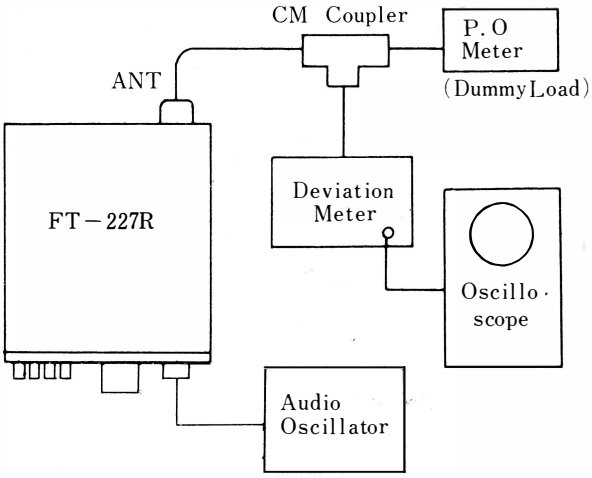

Figure 13
(4) Deviation
a) Connect YP-150 to the antenna connector, the output of an audio oscillator between pin 2 (hot) and 1 (ground) of microphone receptacle and a deviation meter as illustrated in Fig. 13. Set the audio output level to 25 mV at 1 kHz.